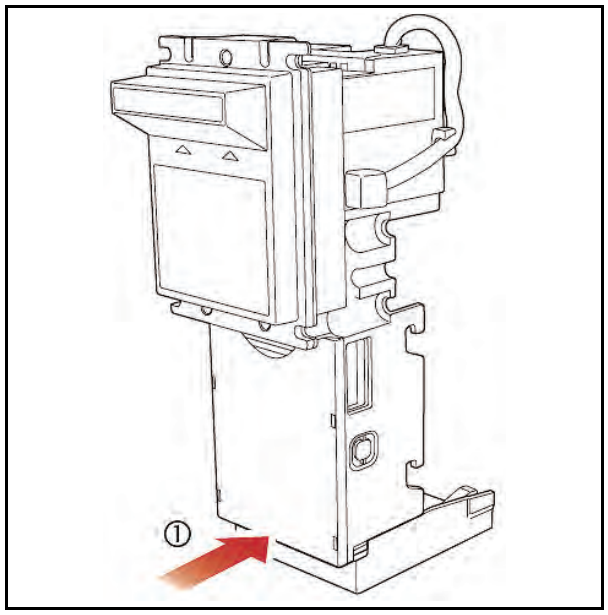

Figure 2-12 DBV-30X-SD Unit Placement
2. Turn the DBV-30X Unit upside down and slide it backward until it locks in place on the SD Module Base (See Figure 2-12 ①).